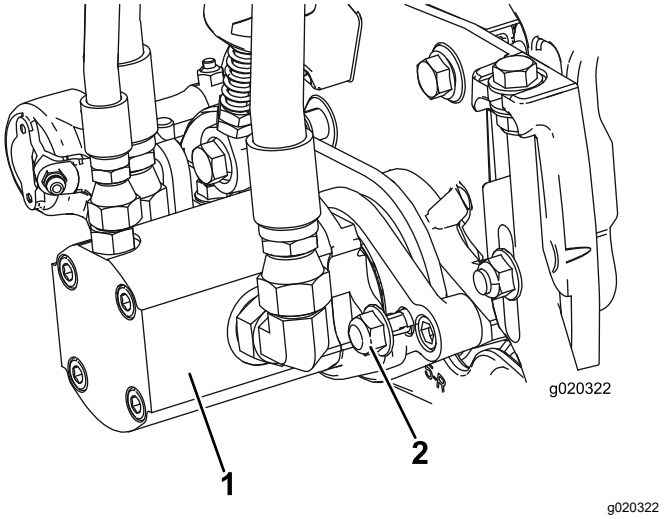

Figur 11
16. Montera motorn genom att vrida den medurs så att motorflänsarna går fria från låsmuttrarna (Figur 11). Vrid motorn moturs till dess att flänsarna omringar muttrarna, och dra sedan åt muttrarna.